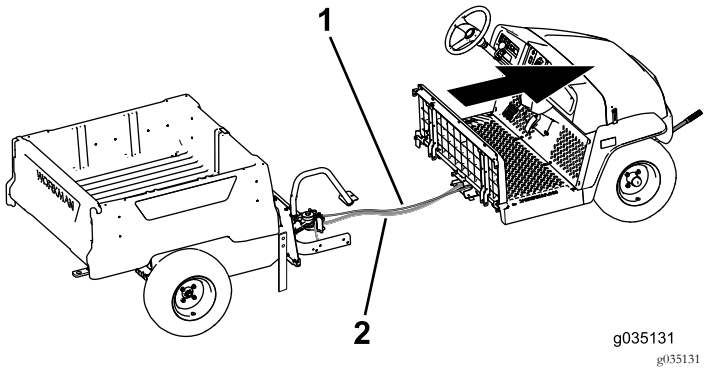

Figur 68
9. Få en medhjælper til at assistere dig med at flytte den forreste del fremad og væk fra den bageste del (Figur 68).